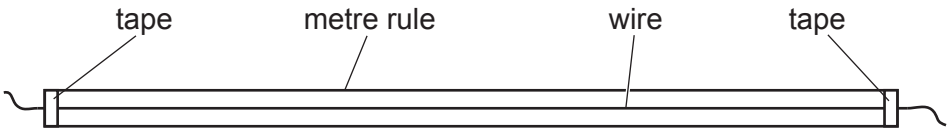

**Fig. 1.2**
**5** The wire should be securely attached to the metre rule using tape, as shown in Fig. 1.2.